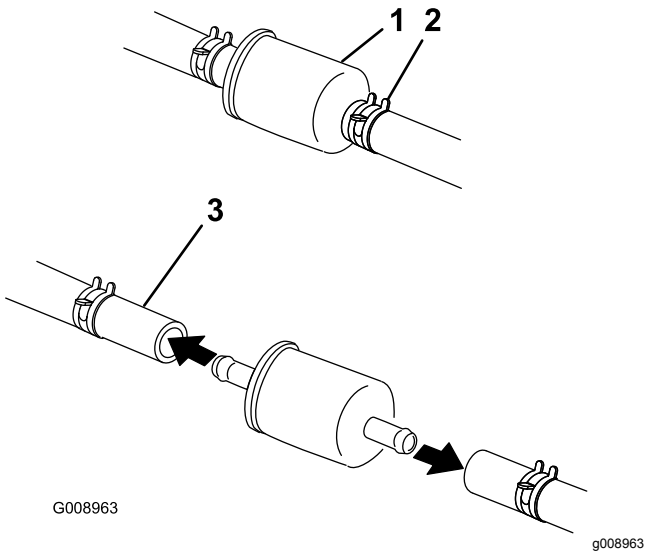

Figuur 42
4. Druk de uiteinden van de slangklemmen naar elkaar toe en schuif ze weg van het filter (Figuur 42).